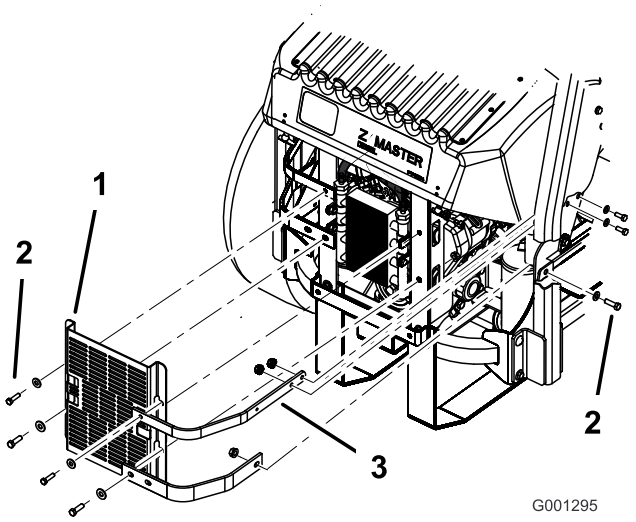

**Figuur 56**
3. Verwijder de 4 bouten waarmee het scherm van de oliekoeler is bevestigd aan het achterframe (Figuur 56).
4. Verwijder de 3 bouten waarmee de beugels van de motor zijn bevestigd aan de zijkant van de machine (Figuur 56).
12. Monteer het scherm van de oliekoeler en de beugels van de motor aan het achterframe met de 4 bouten die u eerder hebt verwijderd (Figuur 56).
13. Monteer de beugels van de motor aan de zijkant van de machine (Figuur 56).